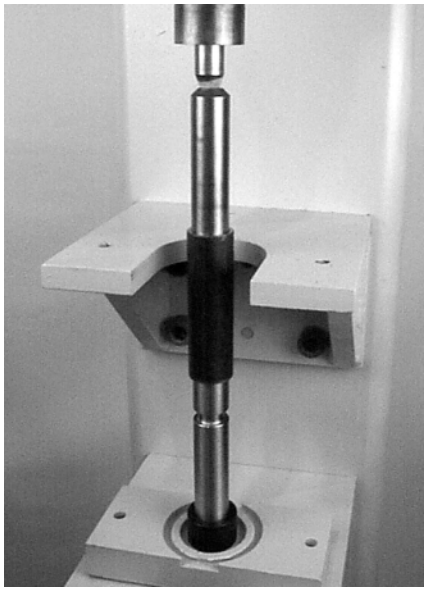

Abbildung 52
5. Mit einer Dornpresse oder einem ähnlichen Gerät das Lager auf die Spannrolle drücken (siehe Abbildung 52).